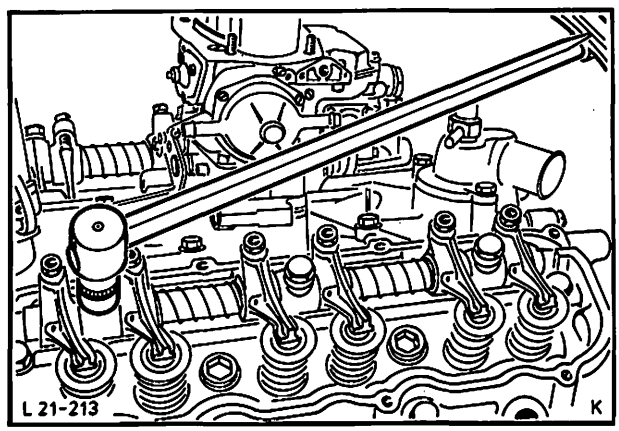

Abb. 255 Kipphebelachse mit vorgeschriebenem Drehmoment festdrehen, „C"-Motor
7. Stößelstangen in die Ventilstößelpfannen stellen. Ölfangbleche und Kipphebelachse(n) aufsetzen, dabei Stellschrauben der Kipphebel in die Stößelstangenpfannen führen. Schrauben-Kipphebelachsen beidrehen und mit vorgeschriebenem Drehmoment anziehen, Abb. 255.